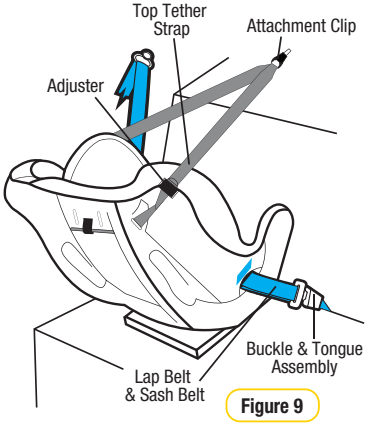

Figure 9
**Step 8:** Locate the adjuster at the side of the restraint. It is acceptable to have a twist behind the adjuster (refer Figure 9).